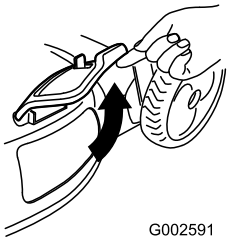

Figuur 28
2. Zet het deurtje van het zijuitwerpkanaal open (Figuur 28).